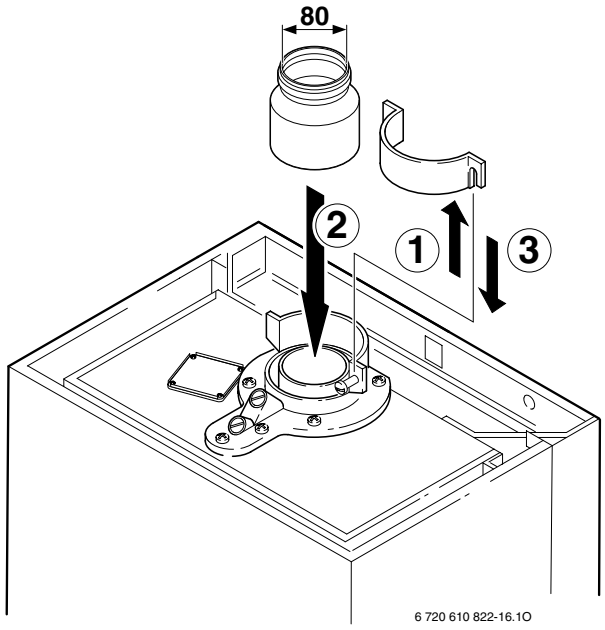

Afb. 32
- Monteer de rookgastoebehoren volgens afb. 32 en 33.